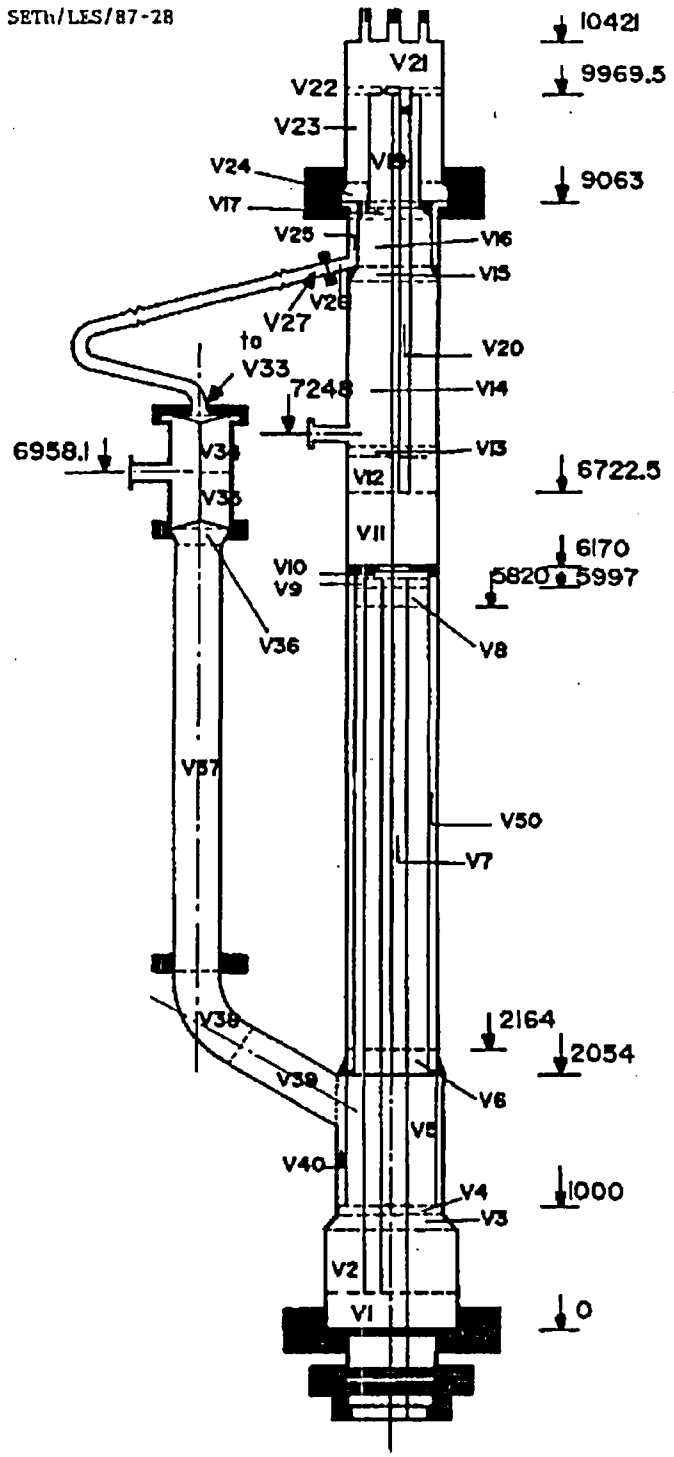

Figure 3: Pressure Vessel Fluid Cells (Figure III.2, SETh/LES/87-28)
- o Level 1 corresponds to V1 as shown on the schematic of the BETHSY Vessel (Figure 3)